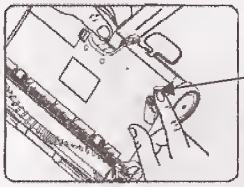

Fig. 20
3. Presione en la traba del panel de acceso de la correa y levántelo para removerlo. (Fig. 20)